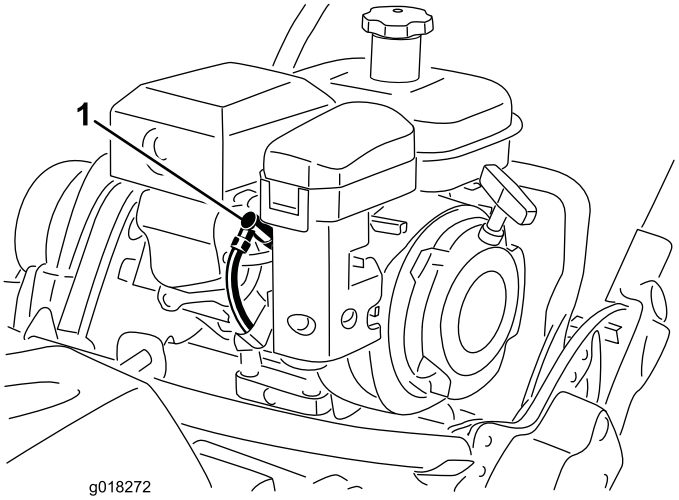

Figur 35
1. Tag den støbte tændrørsledning af tændrøret (Figur 35).